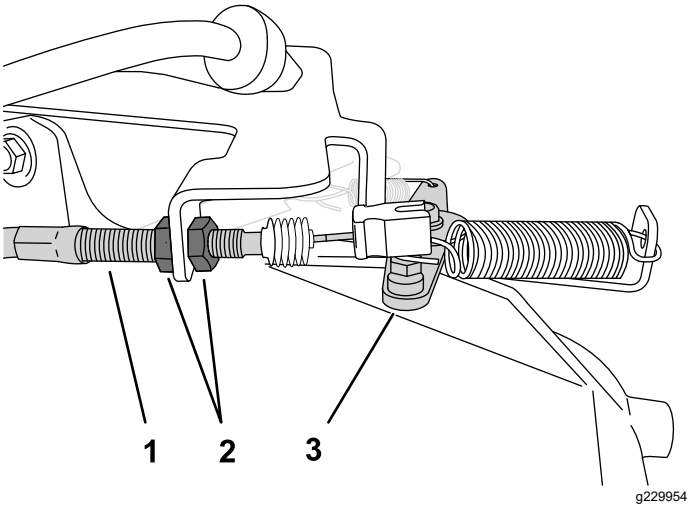

Figur 44
2. For at øge den lave tomgangshastighed skal du ved gaskabelhuset løsne den forreste kontramøtrik og stramme den bageste kontramøtrik (Figur 44).